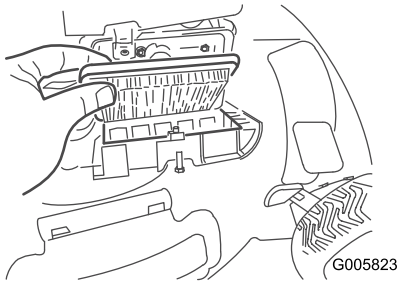

Bild 33
2. Tauschen Sie den Luftfilter aus (Bild 33).